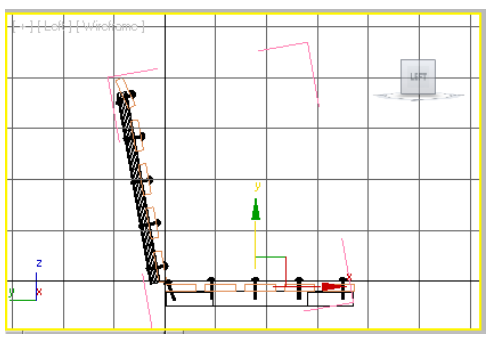

Figure 3-62 *Alignment of the right side seat rivets in the Left viewport*
9. Invoke the **Select and Move** tool. Now, move the cursor over the vertical axis and then drag the mouse downward to align the *right side seat rivets* with the *horizontal seat support*, as shown in Figure 3-62.